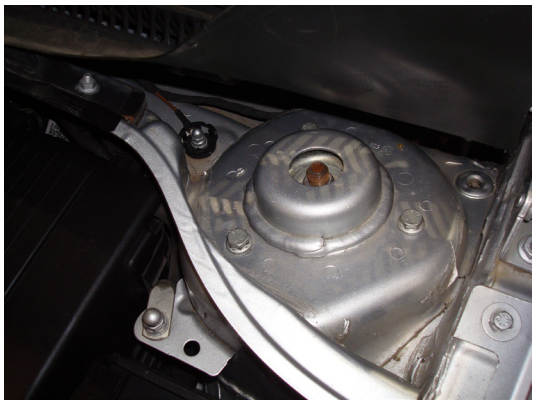

fig. 6
10. Remove the three bolts from the upper strut mount (fig. 6) and remove the strut assembly from the vehicle.